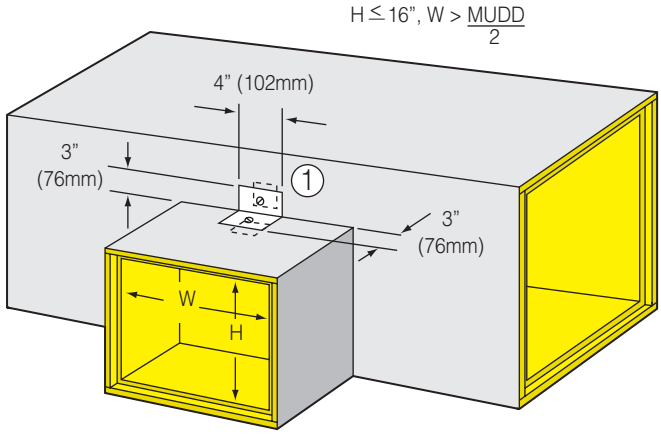

Fig. 5-16A. Sheet metal angle reinforcement, top of branch.
If H is not greater than 16" (406mm) and W is greater than half the Maximum Unreinforced Duct Dimension (MUDD), reinforce top of branch per ①, Fig. 5-16A and Detail Ⓐ, page 5-15.